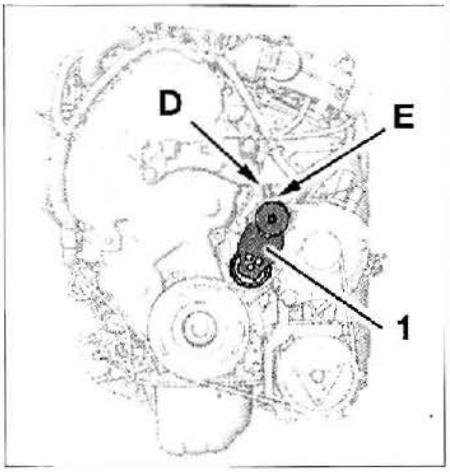

FIG. 15
un pasador de diámetro 4 mm, o el útil PSA 0194-F, en el taladro de calado (E) (**fig. 15**).